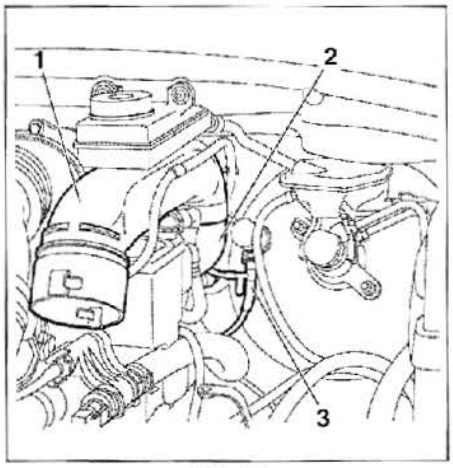

FIG. 14
• Desmontar las tuberías de entrada de aire (1) y (2) (motores Diesel) **(fig. 14)** o el filtro de aire (motor gasolina).